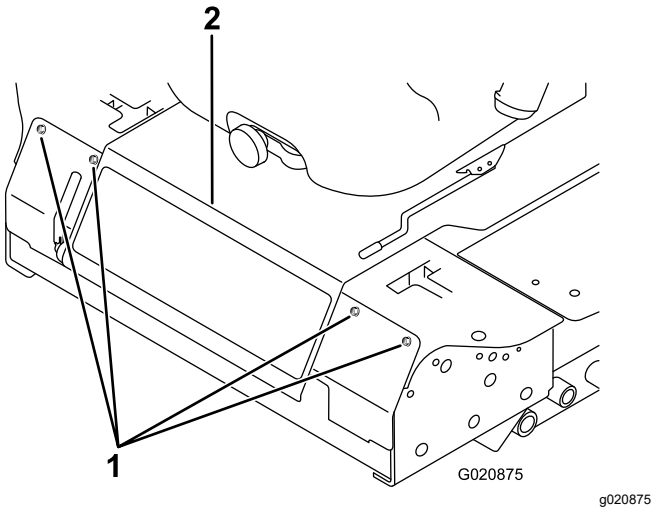

**Figuur 82**
2. Draai de bouten los waarmee het voorpaneel vastzit, en verwijder het paneel (Figuur 82).